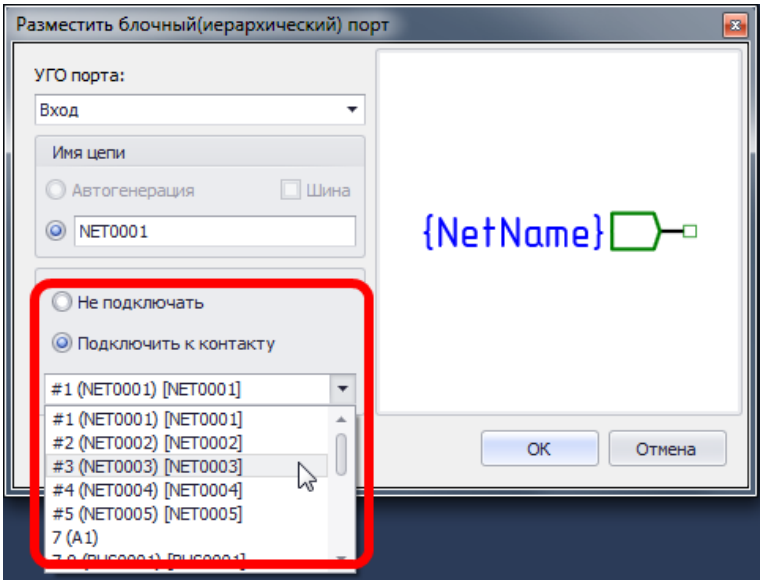

Рис. 583. Сопоставление блочного порта с выводом УГО блока
4. Сопоставить блочный порт с выводом УГО блока. Данное действие доступно только в том случае, если для УГО блока были созданы выводы. Для сопоставления порта и вывода нужно установить переключатель в положение «Подключить к контакту (Сопоставить с выводом)» и с помощью выпадающего списка выбрать нужный вывод УГО блока, см. Рис. 583.